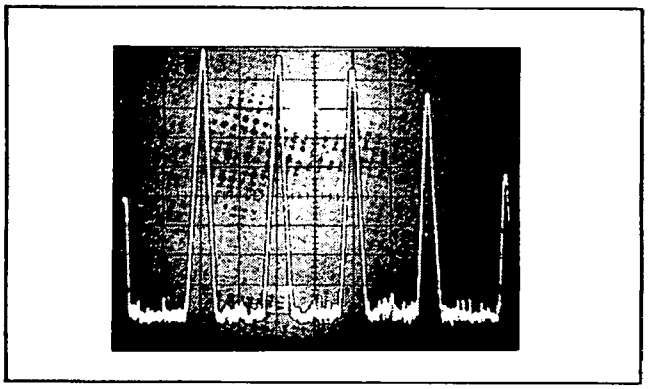

**Figure 5-1. 10 kHz CAL Signal.**
b. The 10 kHz CAL signal and its harmonics should be repetitively swept and appear on the display as shown by Figure 5-1. The separation between the Zero Response and 50 kHz harmonic should be 10 major divisions ± 1 minor division. The separation between any two adjacent responses should be 2 major divisions ± .2 minor divisions. Momentarily push and release DISPLAY - STORE, watching the dislay to verify that the STORE and NON-STORE traces appear in the same position.